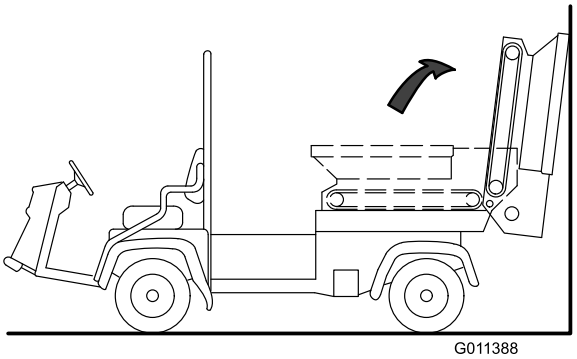

Figur 33
5. Drej tragtbeholderen bagud, og læn den mod en væg, stige eller lign. Lad ikke tragtbeholderen hvile mod maskinens bagside, da der kan ske beskadigelse af børsten eller hydraulikkoblingerne (Figur 33).
Vigtigt: Sørg for, at tragtbeholderen er drejet hen over midten og/eller er fastgjort til en væg eller stolpe for at forhindre den i at falde ned på arbejdsområdet ved et uheld (Figur 33).